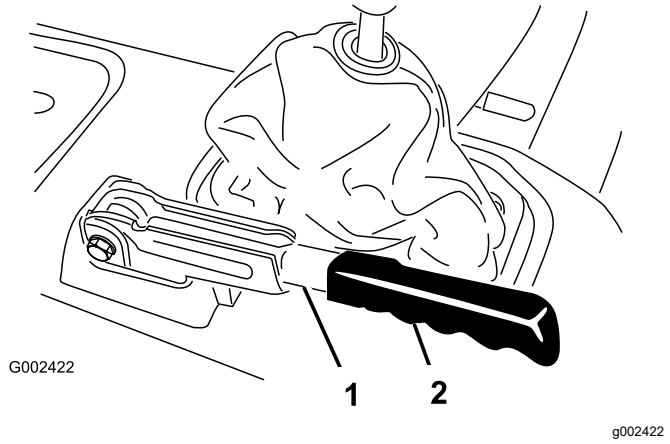

Figur 63
1. Fjern gummihåndtaket fra parkeringsbremsespaken (Figur 63).